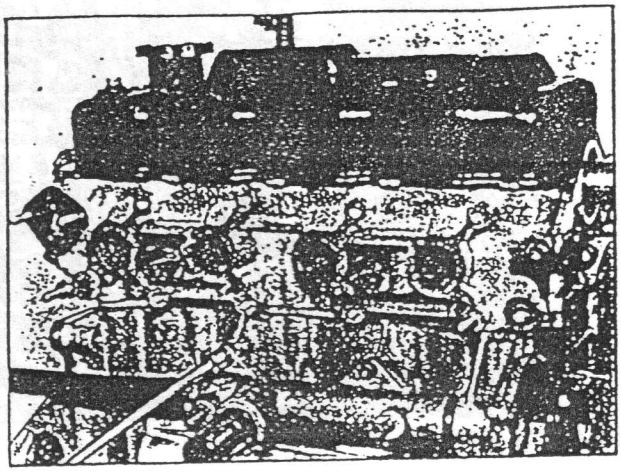

Fig. 3-4-20
29) Desmonte el volante, utilizando la herramienta especial (A) de la indicada en la Fig. 3.4.20.